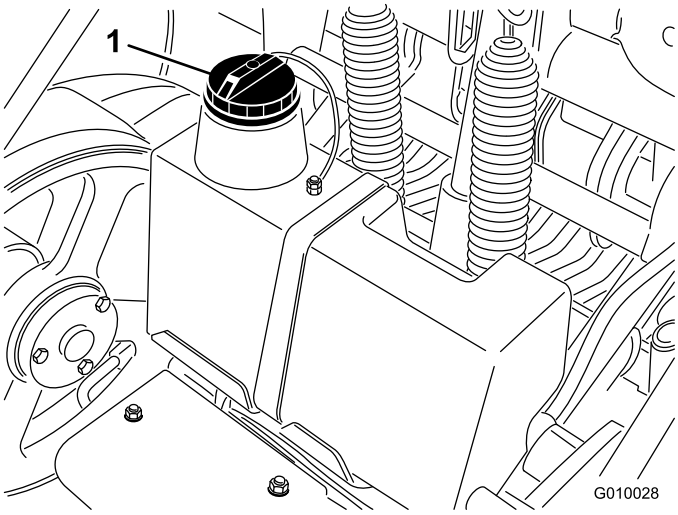

Figur 18
3. Rengør området omkring påfyldningsstudsen og hydrauliktankens dæksel (Figur 18). Fjern dækslet fra påfyldningsstudsen.